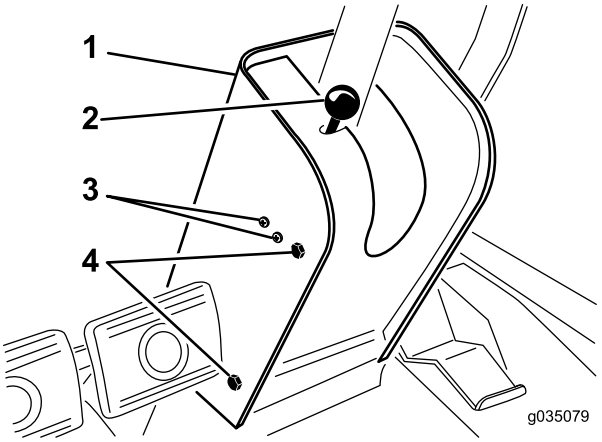

Figuur 75
2. Verwijder de knop van de stand van de parkeerrem, en de schroeven van de kap van de stuurkolom (Figuur 75).
4. Maak de schroeven en moeren los waarmee schakelaar is gemonteerd aan de linkerkant van de stuurkolom (Figuur 75).